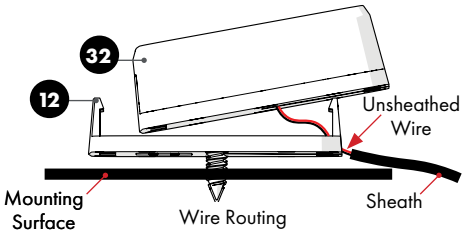

Figure 3
STEP 3 Pull the wire all the way through the **Base** 12 so the end of the sheath is completely out of the **Base** 12 . **FIG 3**